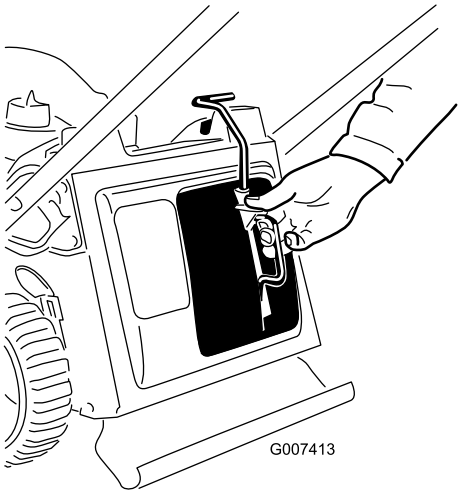

Figur 11
2. Klem på håndtagets knap med din tommelfinger og sæt kværndækslet helt ind i åbningen (Figur 11).